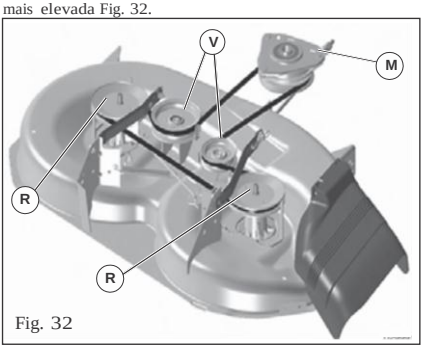

Fig. 32
PARA SUBSTITUIR A CORREIA DE ACIONAMENTO DA LÂMIDA DO CORTADOR (Ver Fig. 32)
- Levante a alavanca de elevação de acessório. mais elevada Fig. 32.